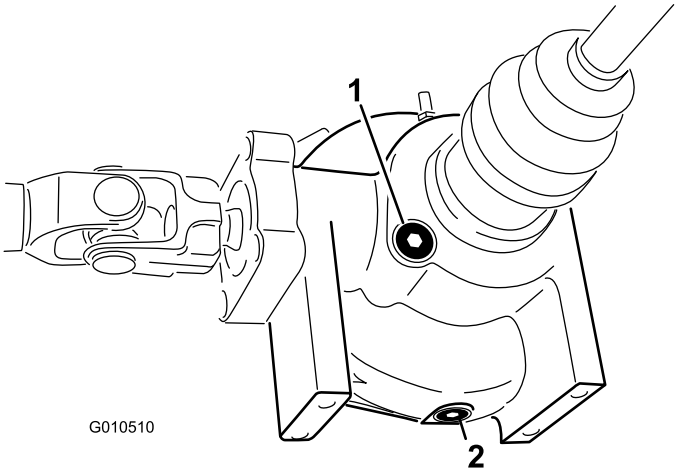

**Figur 51**
2. Rengør området rundt om aftapningsproppen på siden af differentialet (Figur 51).